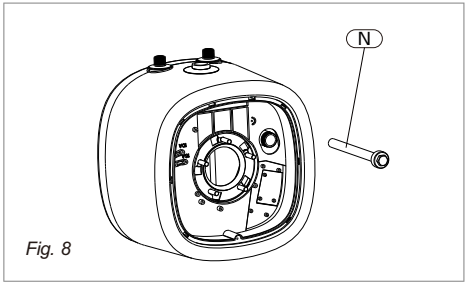

Fig. 8
Le but de la tige d'anode (Fig. 8, [N]) est de protéger le réservoir contre la corrosion. Il est essentiel que la tige d'anode soit inspectée une fois par an pour déterminer si elle doit être remplacée. Pour accéder à la tige d'anode, l'élément chauffant doit être retiré (voir Section 5.4 Retrait de l'élément chauffant). Lors de l'inspection, la surface de la tige d'anode doit être lisse. Si la surface de la tige semble piquée, bosselée, rouillée, ou si la tige est complètement absente, elle doit être remplacée.
- Retirez et remplacez la tige d'anode (Fig. 8, [N]).